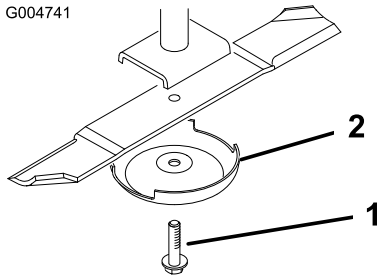

Figur 83
2. Fatta tag i knivens ände med en trasa eller en tjockt vadderad handske. Ta bort knivbulten, antiskalbehållaren och kniven från spindelaxeln (Figur 83).